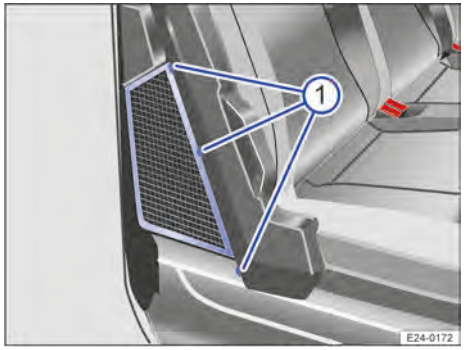

Fig. 163 Red de retención con el panel de separación en la posición de asiento.
Con el panel de separación en la posición de asiento: enganche las argollas de sujeción en las fijaciones del armazón del asiento → Fig. 163 ①.